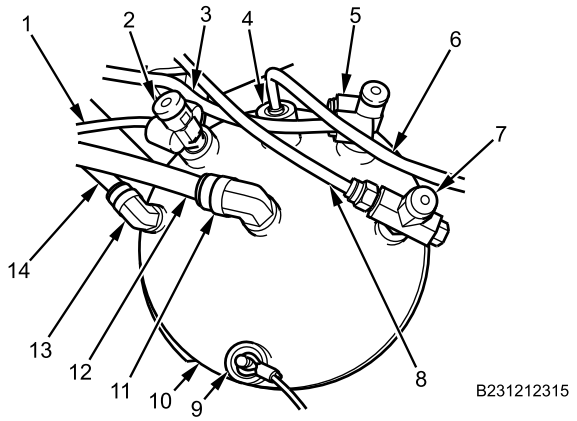

Figure 12. Primary Tank Air Lines and Fittings.
4. Install new supply air tank pressure protection valve (Figure 12, Item 2) on primary air tank (Figure 12, Item 10) and tighten securely.
5. Connect WHITE air line (Figure 12, Item 1) on supply air tank pressure protection valve (Figure 12, Item 2).
6. Install supply air tank angle metal fitting (Figure 12, Item 13) on primary air tank (Figure 12, Item 10) and tighten securely.
7. Connect small GREEN air line (Figure 12, Item 14) on supply air tank angle metal fitting (Figure 12, Item 13).
8. Install supply air tank angle metal fitting (Figure 12, Item 11) on primary air tank (Figure 12, Item 10) and tighten securely.
9. Connect large GREEN air line (Figure 12, Item 12) on supply air tank angle metal fitting (Figure 12, Item 11).
10. Install new supply air tank pressure protection valve (Figure 12, Item 5) on primary air tank (Figure 12, Item 10) and tighten securely.
11. Connect BLUE air line (Figure 12, Item 3) on supply air tank pressure protection valve (Figure 12, Item 5).
12. Install supply air tank pressure protection valve (Figure 12, Item 7) on primary air tank (Figure 12, Item 10) and tighten securely.
13. Connect BLACK air line (Figure 12, Item 8) on supply air tank pressure protection valve (Figure 12, Item 7).
14. Install supply air tank check valve(Figure 12, Item 4) to primary air tank (Figure 12, Item 10).
15. Connect supply-to-primary tank GREEN air line (Figure 12, Item 6) on primary air tank (Figure 12, Item 10).
16. Install drain valve (Figure 12, Item 9) to primary air tank (Figure 12, Item 10).